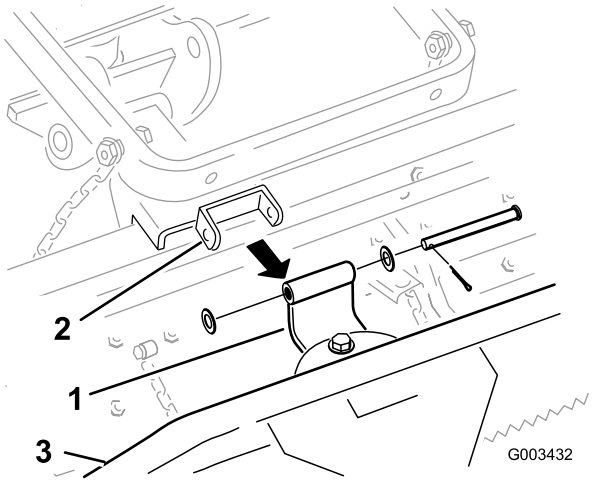

図 12
B. 湾曲ピボット･ブラケットをツース･レーキに固定しているコッター･ピン、ワッシャ、クレビス･ピンを取る（図 12）。
C. スプリング･レーキから、湾曲ピボット･ブラケットとボルトナット類を取り外す（図 12）。